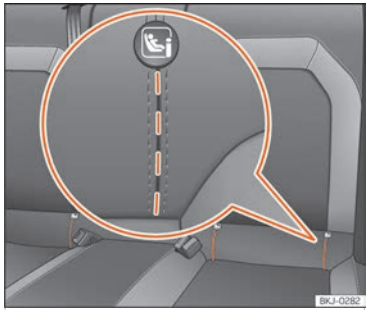

Fig. 38 Asiento trasero: ranuras troqueladas para acceder a las anillas de sujeción ISOFIX/ iSize.
La ubicación de los puntos de anclaje ISOFIX o i-Size viene indicada con un símbolo ››› fig. 38. En algunos vehículos, las anillas van fijadas al armazón del asiento y en otros al suelo posterior.
- Proceda previamente a la apertura manual del troquelado situado detrás de las ranuras marcadas para tener acceso a las argollas de sujeción ››› fig. 38.